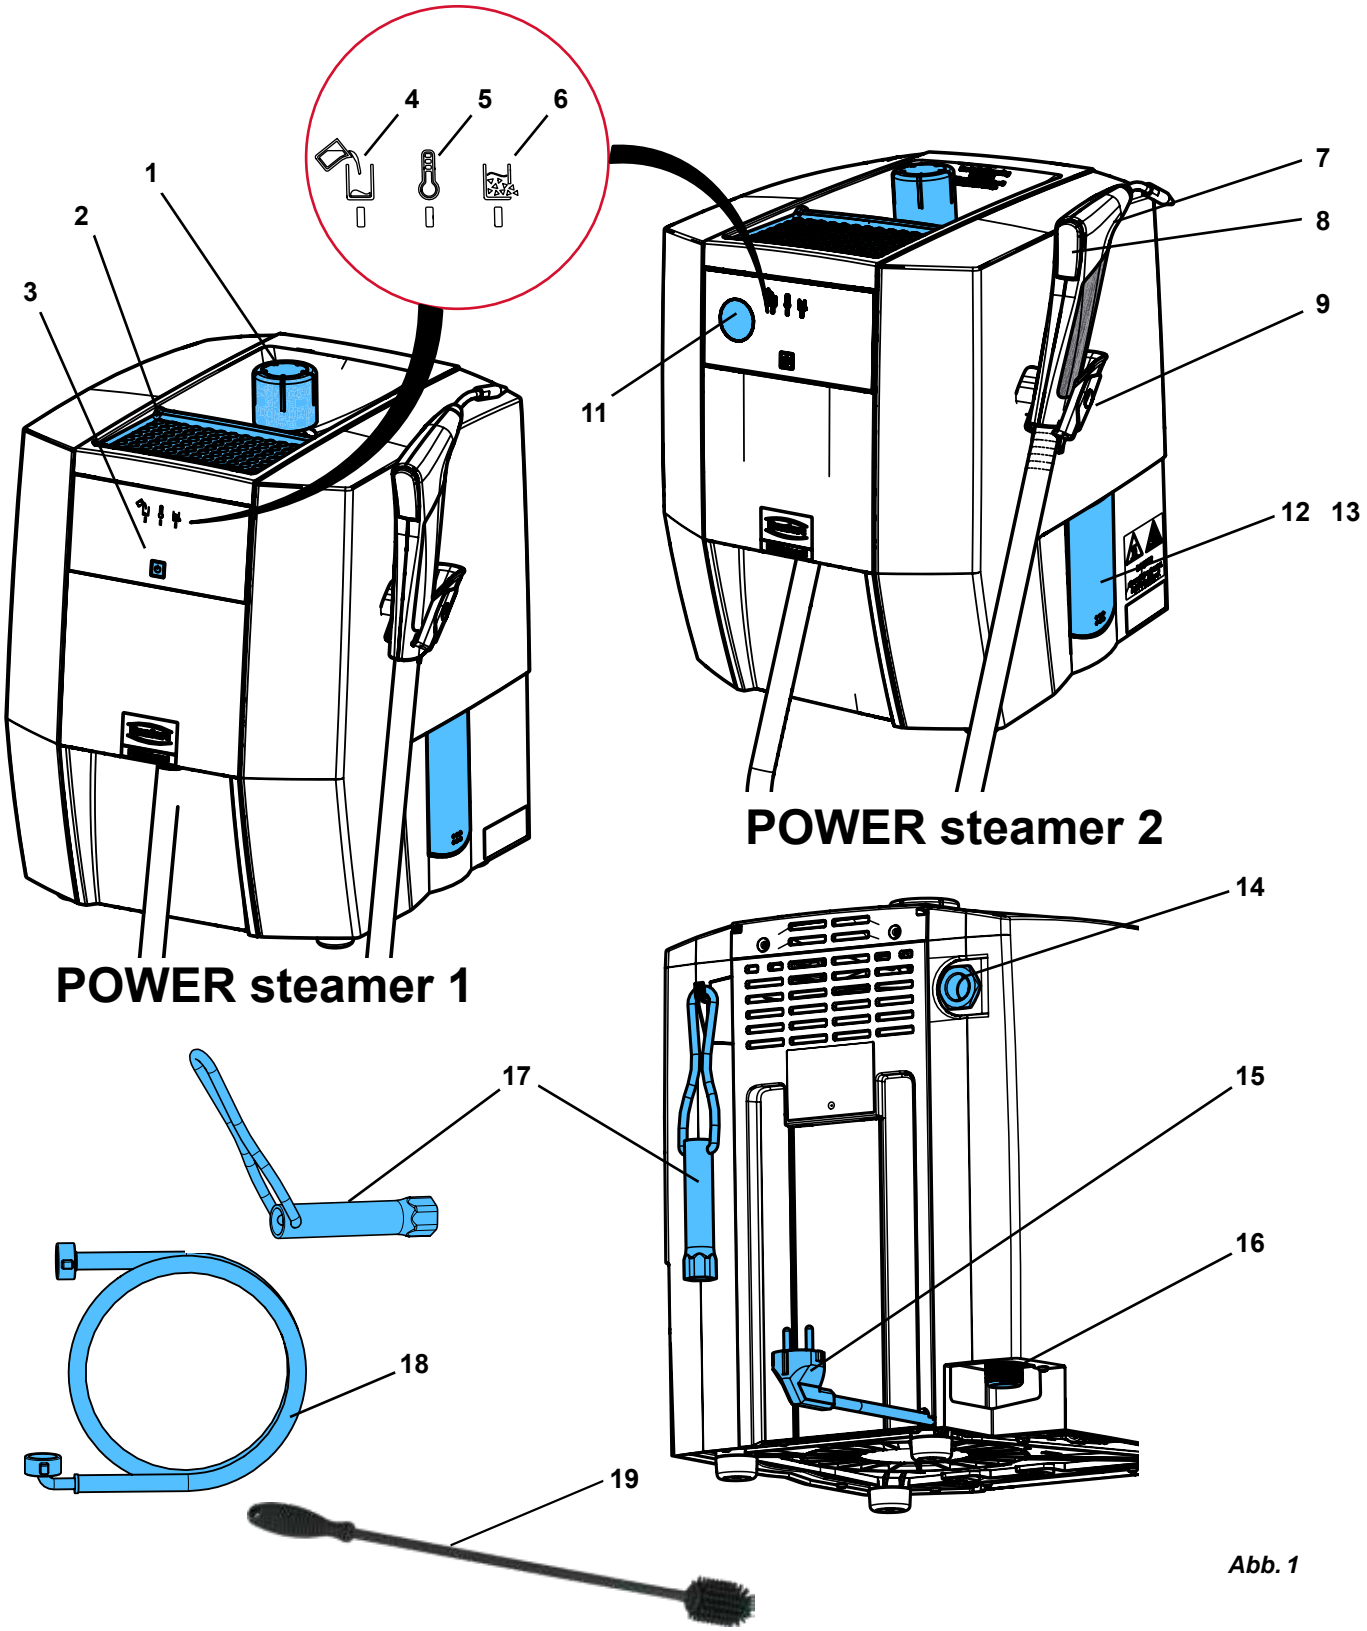

Abb. 1
- ► **Gerät so aufstellen, dass bei einem Dampfaustritt aus der Überdruckventil-Auslassöffnung (14, Abb. 1) keine Gefährdung entsteht.**
Auf der Modellablage (2, Abb. 1) können Gipsmodelle oder Einbettmassen-Modelle zum Trocknen abgelegt werden.
⇒ Tankverschluss (1, Abb. 1) einschrauben.
Gerät so aufstellen, dass bei einem Dampfaustritt aus der Überdruckventil-Auslassöffnung (14, Abb. 1) keine Gefährdung entsteht (z. B. Gerät nicht vor einer Steckdose aufstellen).
Die Überdruckventil-Auslassöffnung (14, Abb. 1) darf nicht verschlossen oder in irgendeiner Weise blockiert werden.
Dazu Tankverschluss (1, Abb. 1) öffnen und entfernen.
⇒ Gerät so aufstellen, dass Wasser aus der Revisionsöffnung (12/13, Abb. 1) in ein Becken fließen kann.